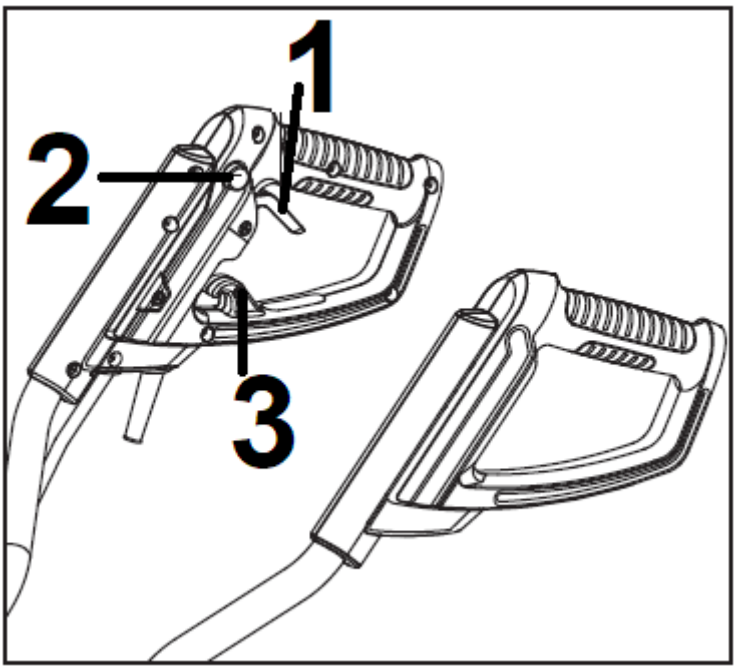

Rys. 9
1. Wciśnij i przytrzymaj przycisk bezpieczeństwa (Rys. 9, poz. 2).
2. Dociśnij dźwignię wyłącznika (Rys. 9, poz. 1) do uchwytu.
Aby wyłączyć urządzenie zwolnij dźwignię wyłącznika (Rys. 9, poz. 1).